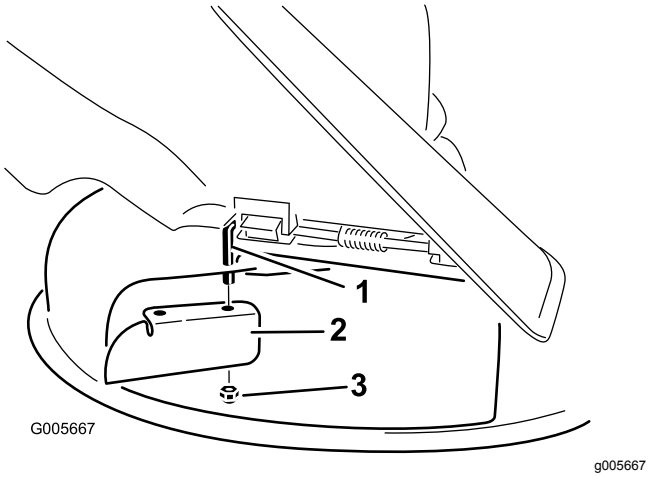

Figura 24
7. Instale o abafador de corte na haste de articulação exposta (Figura 24).
3. Retire o abafador de corte da plataforma do cortador (Figura 24).